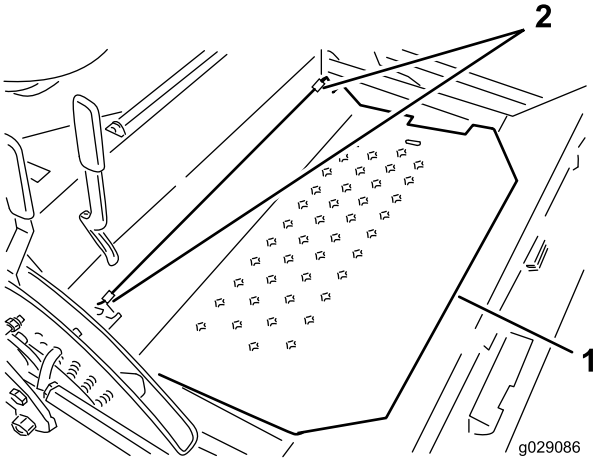

**Rysunek 34**
6. Podłącz płytę fotela do ramy, zakładając sworznie obrotowe (Rysunek 34).